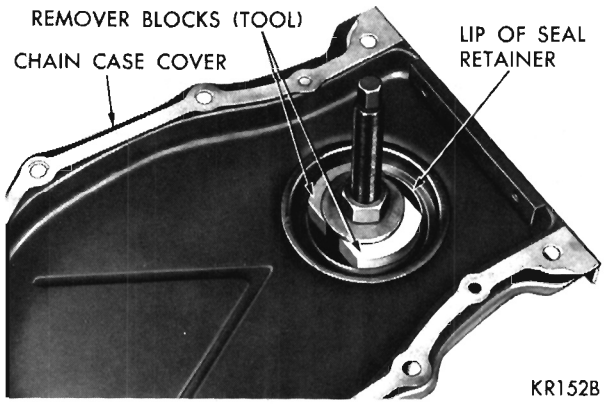

Fig. 20—Remover Blocks Expanded to Puller Position
(1) Position remover screw of Tool C-3506 through case cover, inside of case cover up. Position remover blocks directly opposite each other, and force the angular lip between the neoprene and flange of seal retainer.
(2) Place washer and nut on remover screw. Tighten nut, forcing the blocks into the gap to a point of distorting the seal retainer lip (Fig. 20). This is important, **remover is only positioned at this point.**
(3) Place sleeve over retainer and place removing